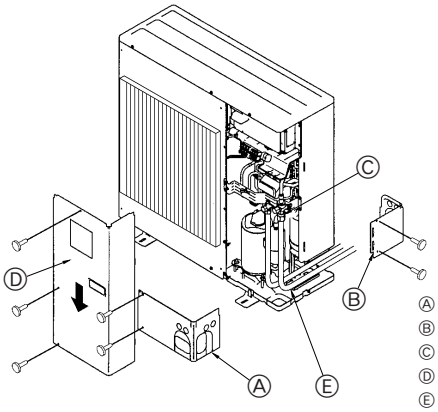

Fig. 4-3
① Quite la tapa, tire de la manivela hacia usted y gire 1/4 de vuelta hacia la izquierda para abrir.
② Cerciórese de que la válvula de parada esté completamente abierta, empuje la manivela y enrosque la tapa en su posición original.
4.3. Tubos de refrigerante (Fig. 4-3)